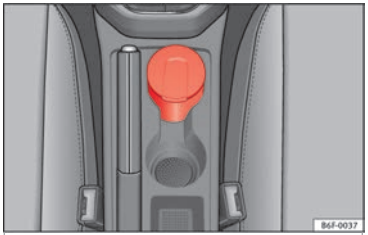

Rys. 161 Popielniczka na konsoli środkowej.
- Aby otworzyć popielniczkę, podnieść wieczko ››› **rys. 161**.